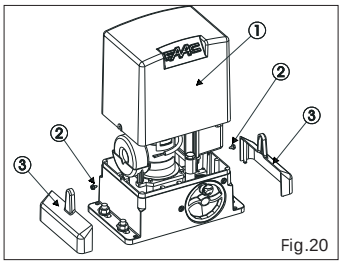

Fig.20
Return the board support to its original position. Fit the cover, Fig. 20 ref. 1, and tighten the two side screws provided (Fig. 20 ref 2), and snap-fit the side panels (Fig. 20 ref.3). Apply the danger sticker on the top of the cover (Fig. 21).